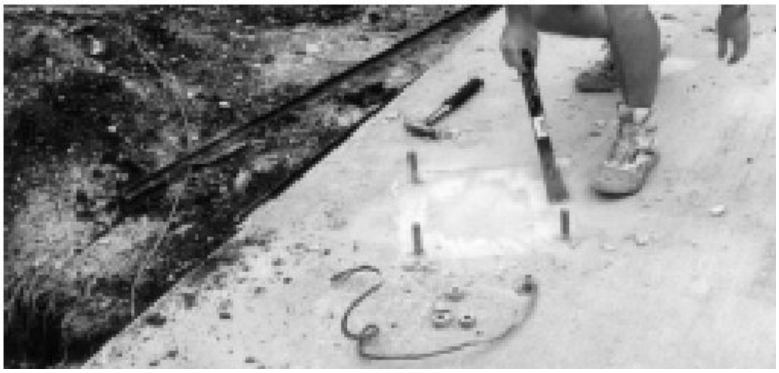

Figure 1-3: Scraping Foundation Pads
- To ensure a smooth surface for the mount, scrape the foundation pads as shown in Figure 1-3.